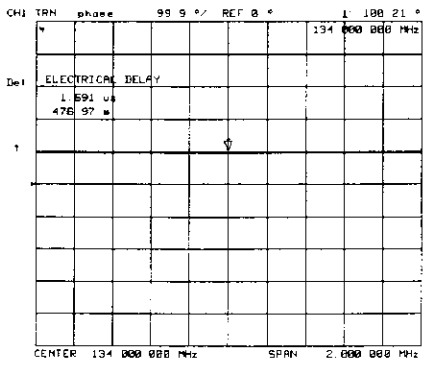

Figure 2-30. Example Best Flat Line with Added Electrical Delay
8. Press (SCALE REF) ELECTRICAL DELAY and turn the front panel knob to increase the electrical length until you achieve the best flat line, as shown in Figure 2-30.